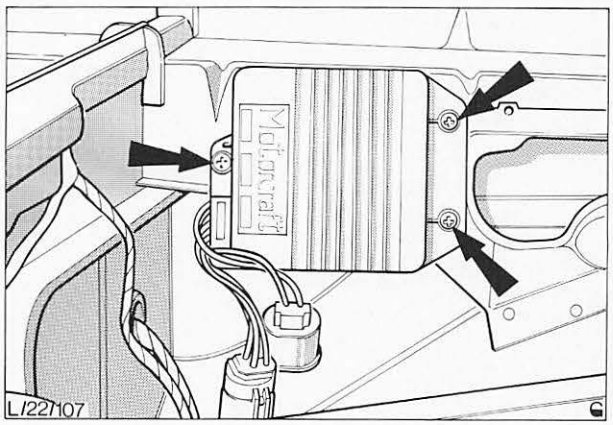

Abb. 49 Befestigungsschrauben des elektronischen Steuergerätes
5. Drei Schrauben entfernen und Steuergerät vom Stehblech links innen abnehmen, Abb. 49.